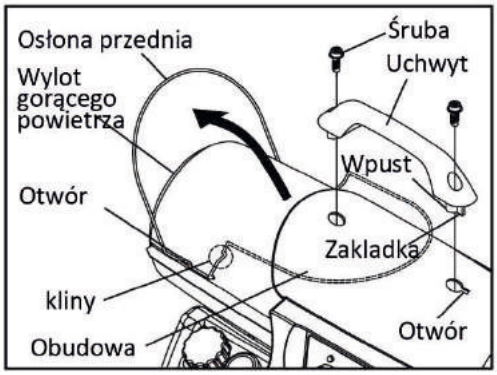

Rysunek 6. Montaż rączki
A. Dla modelu KFA-70TDGP (zobacz na rysunek 6, 7)